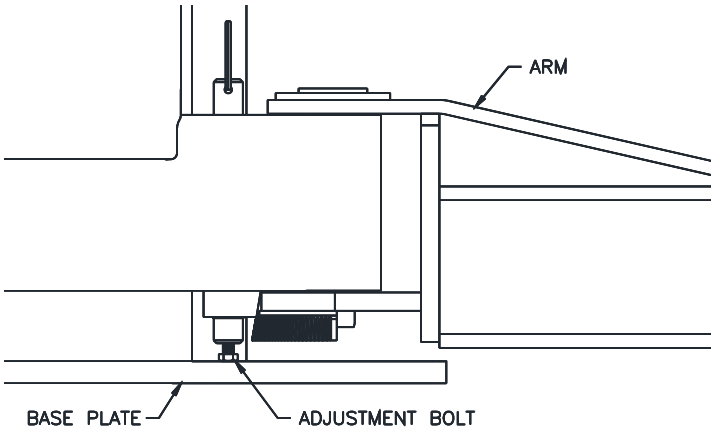

Fig. 21-Bolt Adjustment
61) Adjust the hex head bolt in the bottom of the arm restraint shaft so the arm is allowed to rotate freely when lift is completely lowered, **Fig. 21**.